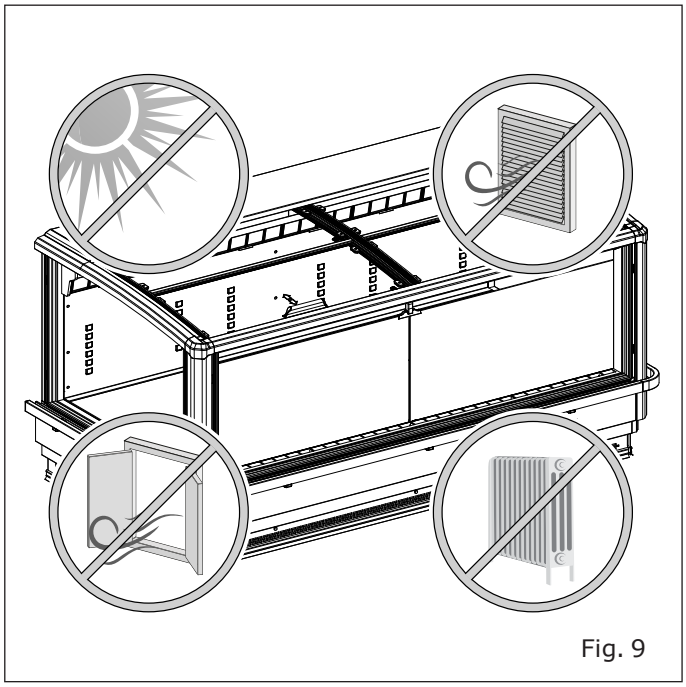

Fig. 9
- Lejos de fuentes de calor, luz solar directa, puertas, ventanas, ventiladores y rejillas de ventilación ("Fig. 9").